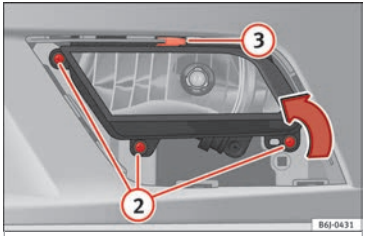

Fig. 151 Front fog light.
– Remove the bolts (3x) ››› **Fig. 151** (2) to remove the fog light.
– Remove the metal clip situated on the upper part of the fog light by pulling towards the exterior of the vehicle ››› **Fig. 151** (3).